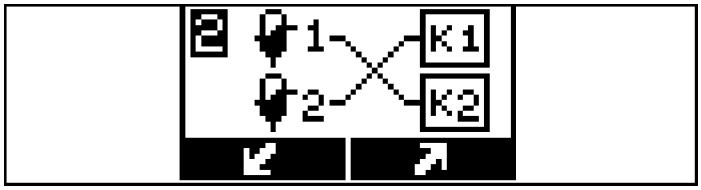

Рисунок 18 — Выбор схемы подключения термометров
2.11.3 Для выбора схемы подключения термометров (рисунок 18):